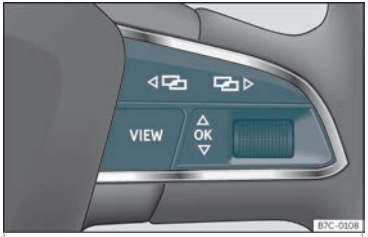

Fig. 62 Lado dereito do volante multifunción:teclas para usar os menús e as indicacións informativas do cadro de instrumentos.
Mentres haxa una advertencia con prioridade 1 ››› **páx. 72**, non se poderá acceder a ningún menú. Algunhas advertencias pódense confirmar e ocultar coa tecla OK do volante multifunción ››› **fig. 62**.
- Se aparece unha mensaxe ou o pictograma do vehículo, prema a tecla OK ››› **fig. 62**; se fose necesario, varias veces.
- Para cambiar de menús empregue as teclas ◁ ou ▷ ››› **fig. 62**.
- Para abrir o menú ou a indicación informativa que se amosa, prema a tecla OK ››› **fig. 62** ou agarde uns segundos ata que o menú ou a indicación informativa se abra automaticamente.
- No menú visualizado, xire a roda dereita do volante multifunción ››› **fig. 62** ata que se seleccione a opción de menú desexada. A opción aparece enmarcada.
- Prema a tecla OK ››› **fig. 62** para realizar as modificacións desexadas. Unha marca indica que a función ou o sistema en cuestión están activados.
Prema a tecla ◁ ou ▷ ››› **fig. 62**.